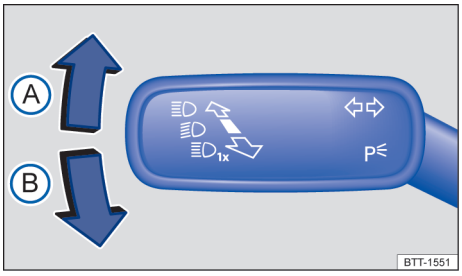

图 61 转向柱左侧：转向信号灯/前照灯远光操纵杆
– 将转向信号灯/前照灯远光操纵杆 →图 61 从中间位置拨至以下位置：